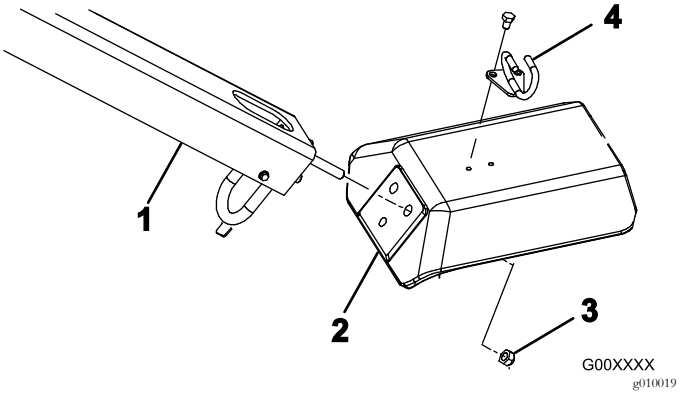

Rysunek 4
2. Wsuń montażowe kołki gwintowane uchwytu w otwory w widełkach (Rysunek 4).
3. Zamocuj kołki gwintowane uchwytu za pomocą trzech przeciwnakrętek (1/2 cala) (Rysunek 4)
5. Zamocuj prowadnicę przewodu do górnej części widełek za pomocą dwóch śrub (5/16 x 1/2 cala) (Rysunek 4).